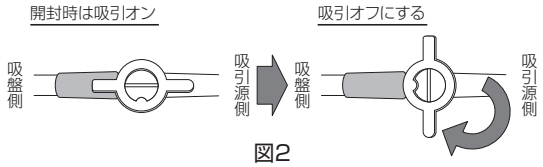

図2
6. 本品の全てのコックを操作して吸引をオフにし、アラーム音が鳴らないことを確認する（図2）。